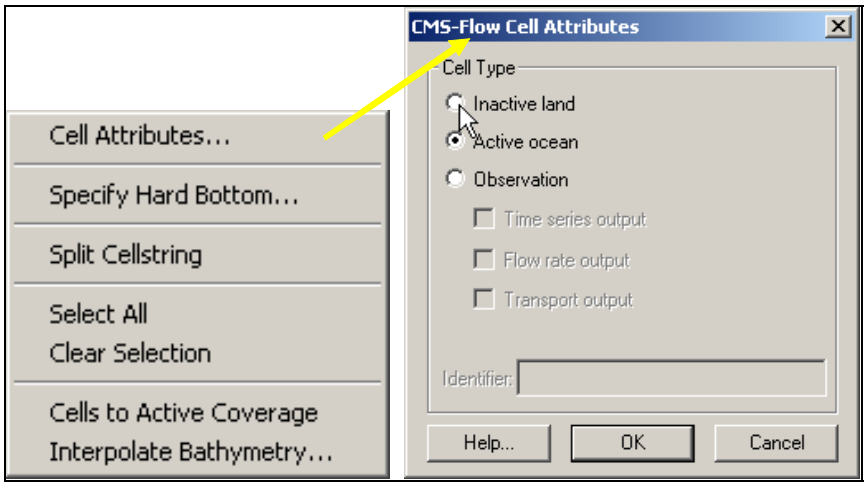

Figure 10. Toolbar at top of SMS window containing the X, Y, Z, and S (scalar quantity) of the selected cell or an average Z of multiple selected cells.
2. Rt-click on the cells, select *Cell Attributes* (Figure 10), and change the cell type from *Active Ocean* to *Inactive Land* cells, *OK*,